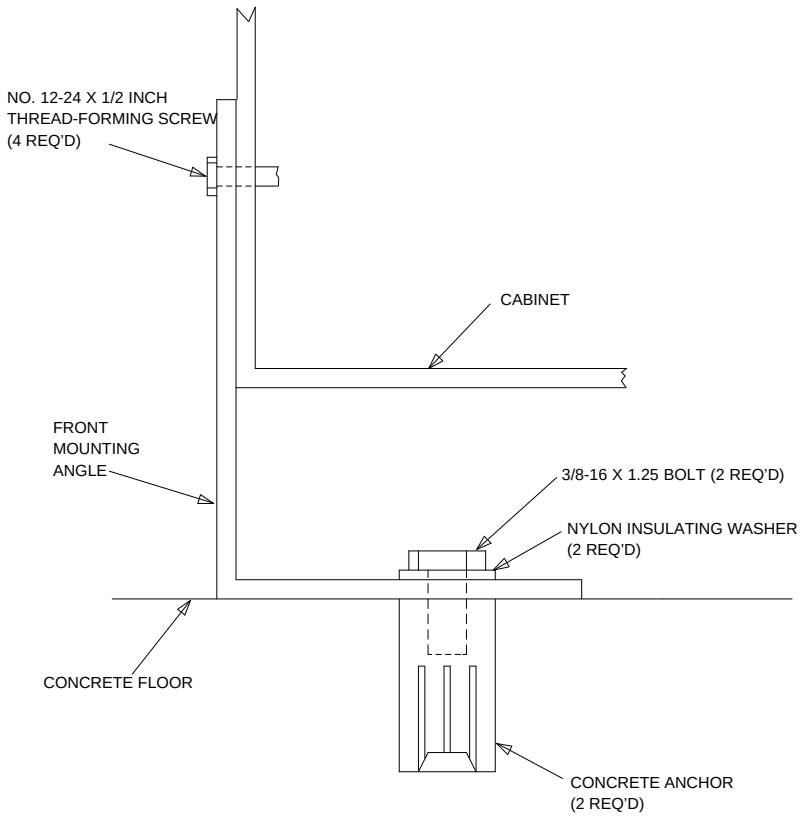

Figure 7-3. Front Mounting Angle — Concrete Floor
4. Mount the front mounting angle to the floor (Figure 7-3).